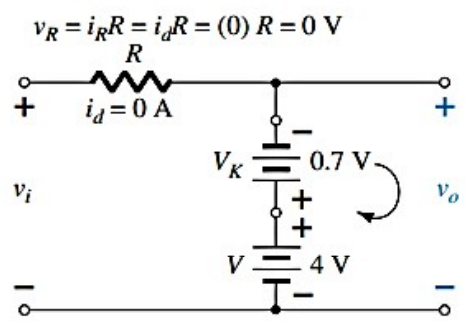
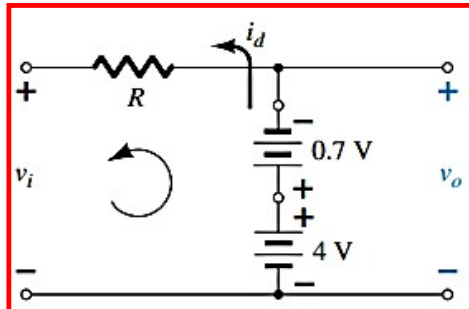

Fig. 19: Determining the output v_o
Fig. 20: Determining the output v_o
- Using the condition $i_d = 0$ A at $v_d = V_D = 0.7$ V and obtaining the network of **Fig. 19** .
- Diode will be "OFF", for $v_i > 3.3$ V (in Fig. 19) and
- $v_o = v_i$ ..... (2)
- Diode will be "ON", for $v_i < 3.3$ V (in Fig. 20) and